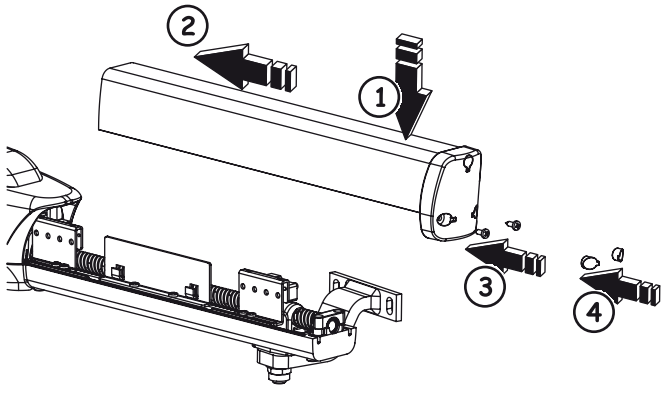

Fig. 25
6. Repositionner le carter de protection en le faisant coulisser sur la fusion inférieure et s'assurer qu'il en butée, Fig. 25.
7. Visser de nouveau les deux vis inférieures, Fig. 25.